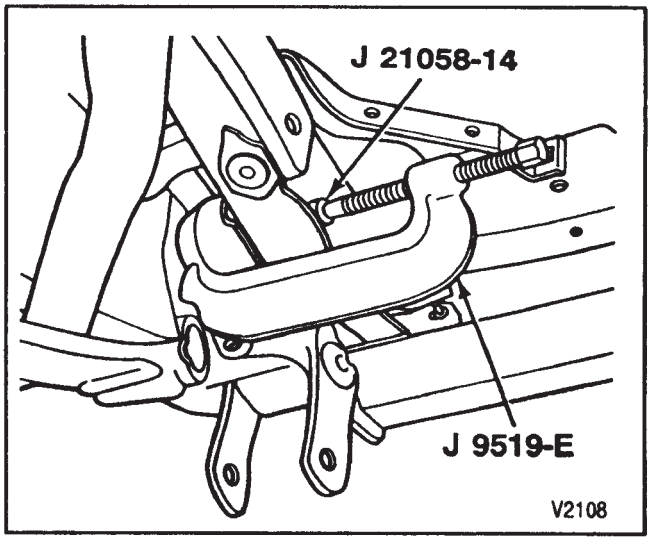

Figure 5—Removing Shackle Bushing
4. Shackle bushing using tools J 21058-14 and J 9519-E (figure 5).